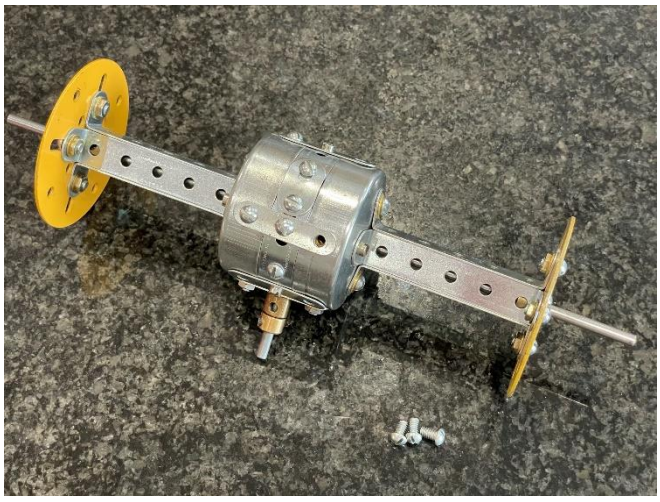

Abb. 5.7 Zusammenbau, 7. Schritt
- Abbildung 5.7: Bevor Sie die drei verbleibenden Befestigungsschrauben einsetzen, drücken Sie die Achsgehäuse fest gegen das Distanzstück und überprüfen Sie die Leichtgängigkeit des Differenzials. Auf den Halbwellen sollte ein sehr geringes Spiel vorhanden sein - weniger als die Dicke eines 561. Ist dies nicht der Fall, muss die Einheit geöffnet und es müssen Unterlegscheiben hinzugefügt, ersetzt oder entfernt werden, bis dies erreicht ist.